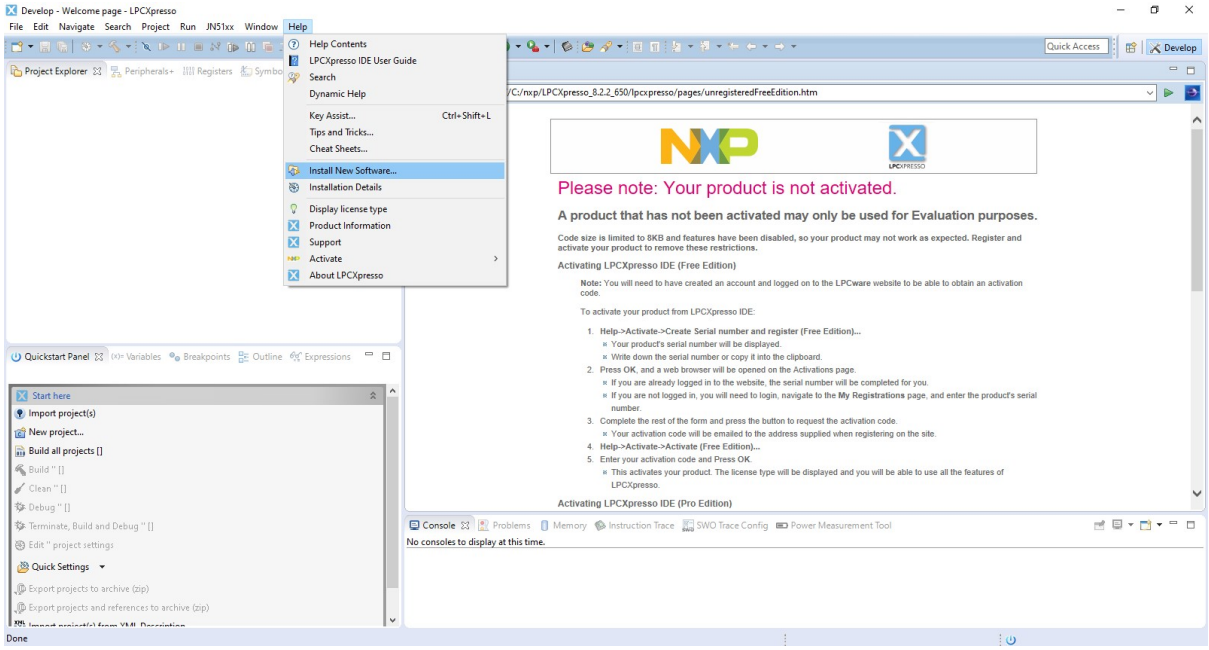

Figure 2-8: Install New Software
3. Open the LPCXpresso IDE and head towards the help menu and select "Install New Software". This is shown in figure 2-8.